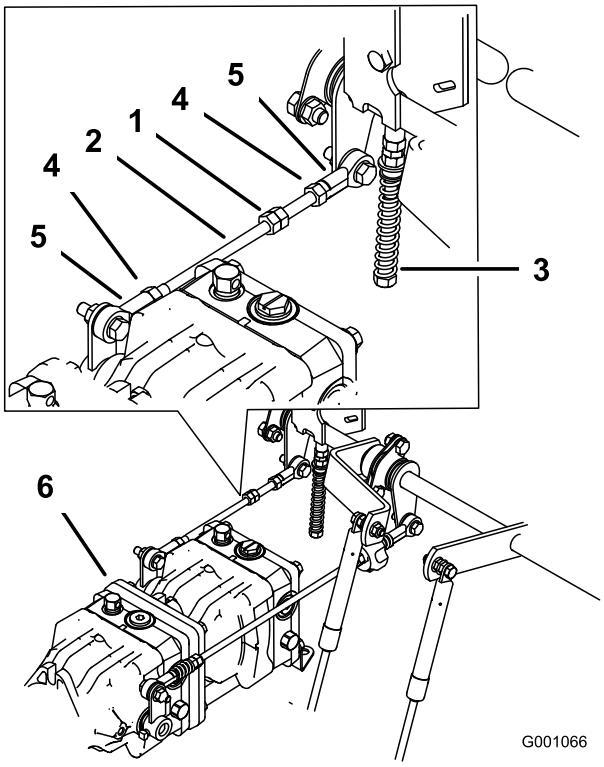

Figur 72
1. Løsn låsemøtrikkerne ved kugleleddene på pumpestyrestangen (Figur 72).
3. Juster pumpestangens længde ved at dreje dobbeltmøtrikkerne på pumpestangen i den relevante retning, indtil hjulet står stille eller kryber en smule i bakgear (Figur 72).
6. Stram låsemøtrikkerne ved kugleleddene (Figur 72).